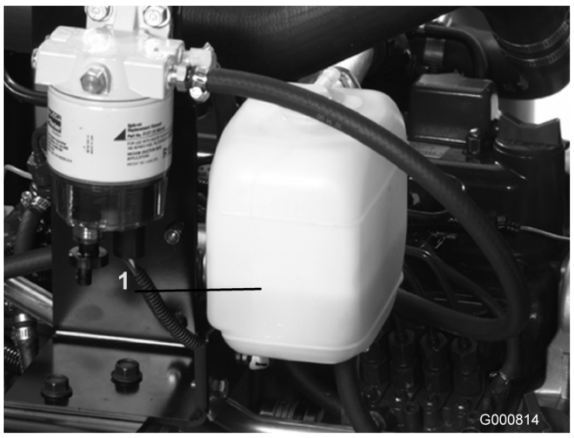

Figuur 19
1. Plaats de doppen van de radiator en de expansietank voorzichtig terug (Figuur 19).
2. Controleer het koelvloeistofpeil in de radiator en de expansietank (Figuur 19).